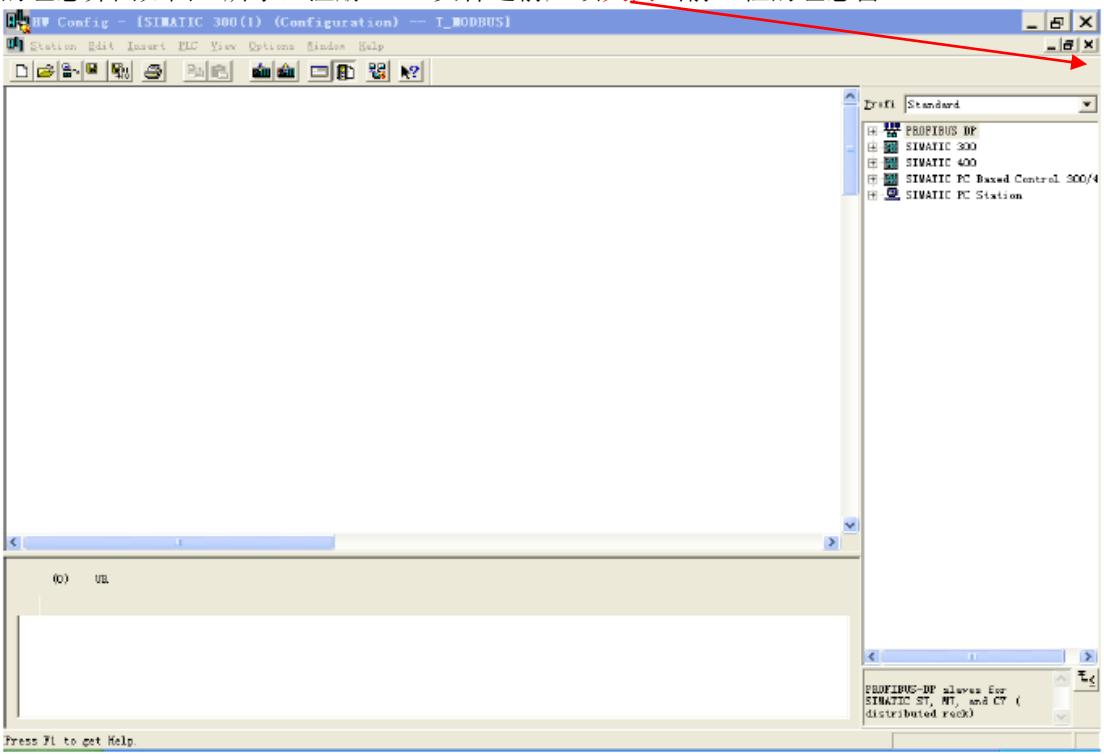
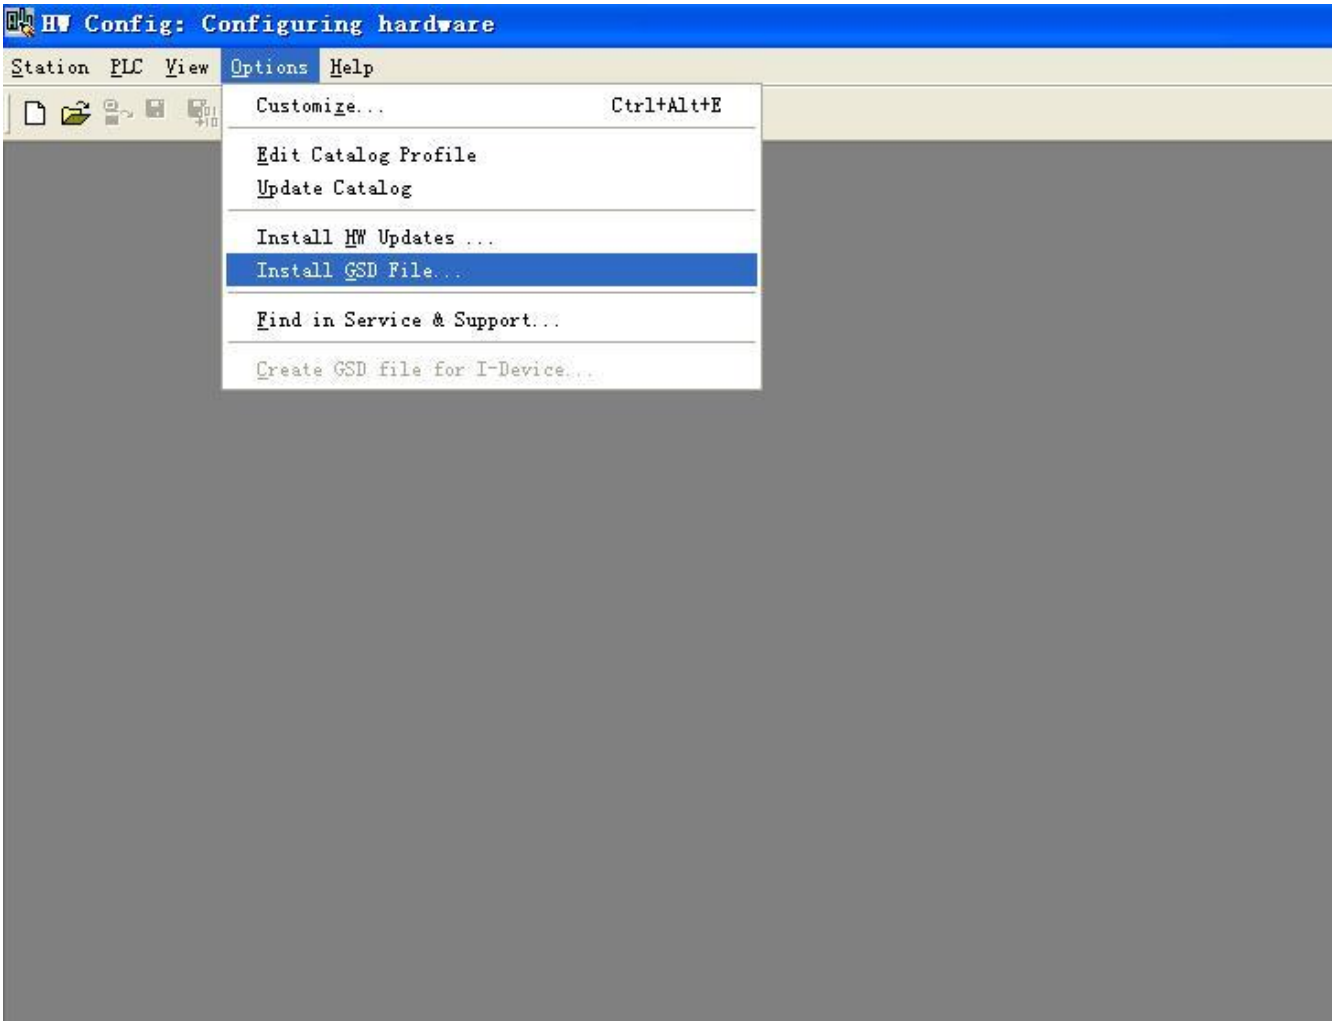

图 5
图 6
5. 弹出的组态界面如图 5 所示，注册 GSD 文件之前应该关闭当前工程的组态窗口。
1. 在图 5 中关闭当前工程组态窗口后，点击菜单栏 Options->Install GSD file，如图 6：